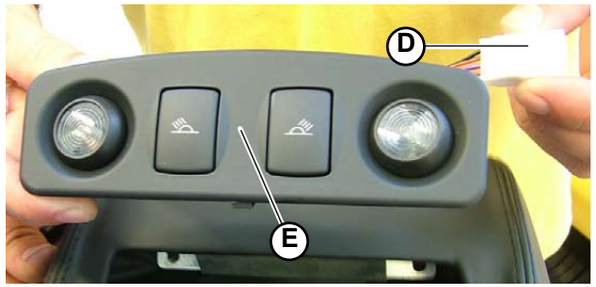

Fig.4
3. Connect the lights connector (**D-Fig.4**) and insert the lights (**E-Fig.4**) by inserting the 2 clips into the side couplings.